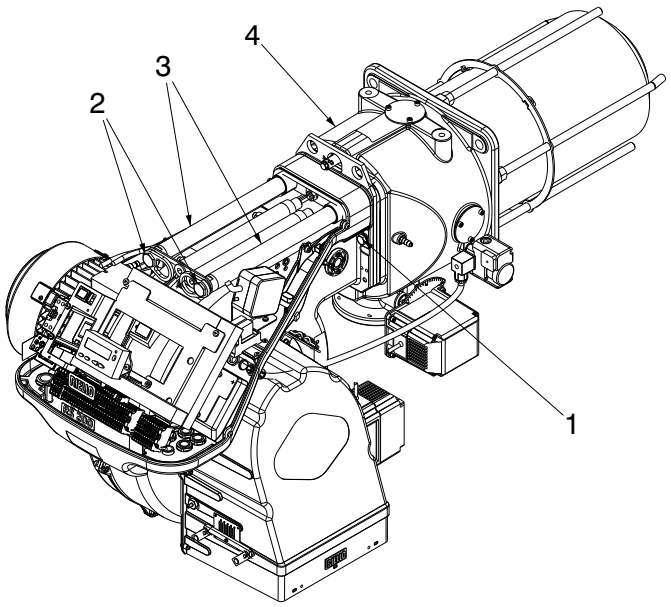

Abb. 24
Der Flammkopf wird durch Drehen der Schraube 1) im Uhrzeigersinn (Abb. 24 auf Seite 25) geschlossen.
- ➤ Ziehen Sie das Elektrodenkabel ein und lassen Sie dann den Brenner bis zur Muffe gleiten, sodass er sich in der Abb. 24 dargestellten Position befindet;
- ➤ befestigen Sie den Brenner mit der Schraube 1) (Abb. 24) an der Muffe.